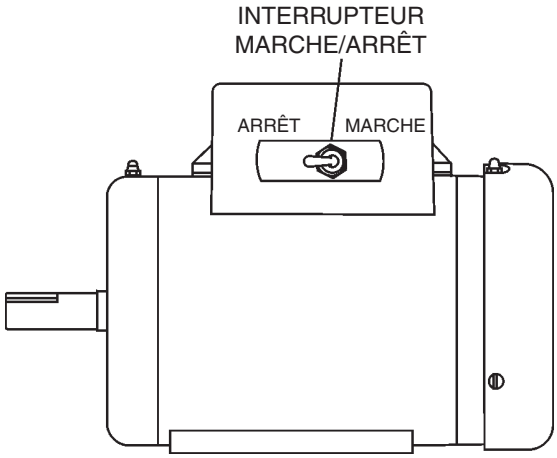

Figure 29. Interrupteur de marche/arrêt ON/OFF du moteur électrique
1. Pour arrêter le moteur électrique, mettre l'interrupteur de marche/arrêt **ON/OFF** sur la position d'arrêt **OFF** (Figure 29).